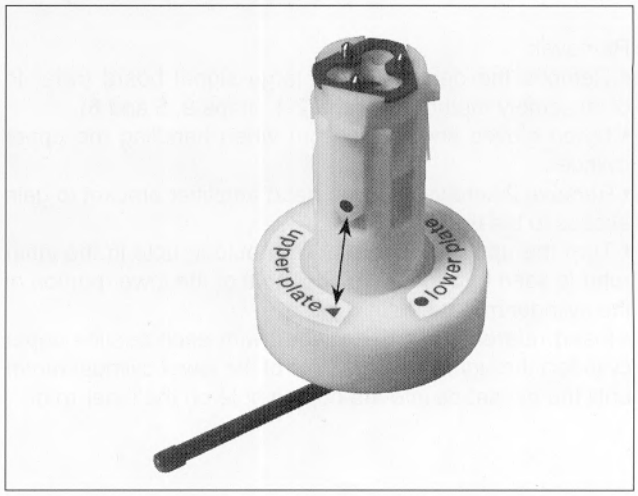

Fig. M8
• Change the tool to "upper clamping plate" and position the clamping element exactly (see fig. M8).